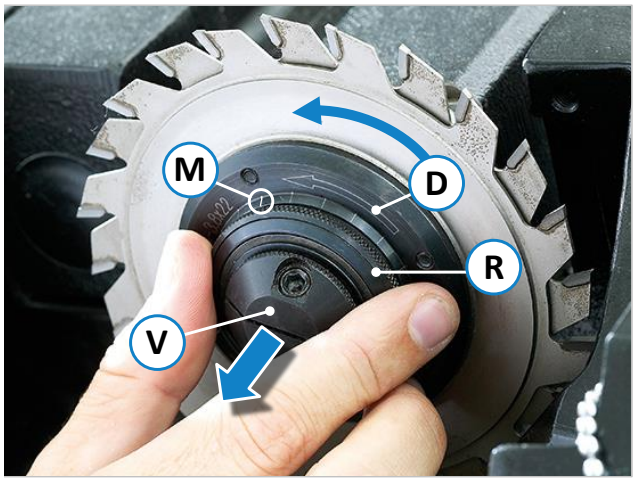

Abbildung 76: Quickstep-Verstelleinrichtung für Vorritzsägeblatt
- Sägeblätter in die Bolzen auf den Flanschen einlegen, und dabei die Drehrichtung (**D**) beachten (siehe ⇨ Abbildung 76).